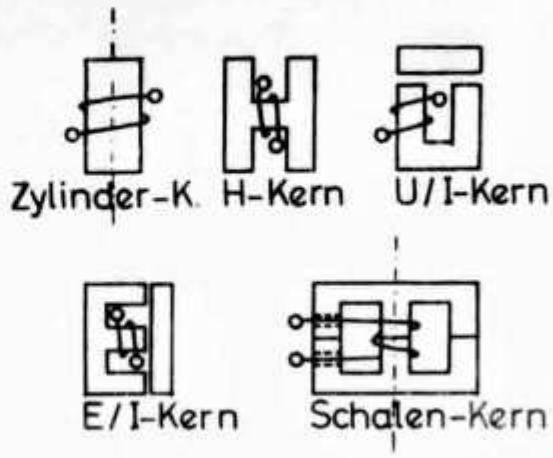

Abb. 3
Die soeben aufgezeigten Mängel einer Spule mit Kern machen die Induktivitäten zu Sorgenkindern der Funktechnik. Die Verluste durch Hysterese, Wirbelströme und Streufelder sowie durch den ohmschen Widerstand des Spulendrahtes fassen wir unter dem Ausdruck: Spulenverluste zusammen. Für viele Mängel fand man Gegenmaßnahmen, so daß man im Laufe der Zeit zu recht brauchbaren Induktivitäten gelangte. Die Hystereseverluste kann man durch geeignete Eisenlegierungen vermindern; in ihnen klappen die Molekularmagnete rasch und verlustarm um. Die Wirbelstromverluste kann man durch Zerteilen des Eisenkernes in isolierte Drähte, Bleche oder Pulverkörner herabsetzen. Als Isolierung genügt bei den niedrigen Spannungen ein dünner Lacküberzug. Das Eisenpulver wird mit isolierenden Kunstharzen gemischt und in Kernform gepreßt. Von großer Güte sind die Ferrite, chemische Eisenverbindungen, die trotz ihres hohen Eisengehaltes Isolatoren sind und scherzhaft als „schwarze Keramik" bezeichnet werden. Die Streuverluste kann man durch geeignete Kernformen herabsetzen (Abb. 3).
**1. Wodurch lassen sich die Hystereseverluste niedrighalten? 2. Und die Wirbelstromverluste? 3. Welcher Kern in Abb. 3 hat die größte Streuung? 4. Welche Spulenverluste zählen zu den Eisenverlusten? 5. Was bewirkt den Kupferverlust? 6. Ein Siemens-H-Kern soll mit einer Wicklung von 4 mH versehen werden. n =? 7. Ein AEG-Topfkern soll bewickelt 237 µH haben. Windungszahl? 8. OM Waldheini will sich aus einem Vogt T 21/18 HF-Kern ein Induktivitätsnormal von 100 µH bauen. Windungszahl? 9. Ein zweites Normal von OM Waldheini soll auf dem gleichen Kern 0,1 mH haben. Wie groß ist jetzt die Windungszahl? 10. Eine Ferritspule hat einen $A_L$-Wert von 350. Sie soll 35 000 nH bekommen. n = ? 11. Ein Ferrit-Schalenkern von 36 mm Durchmesser hat $A_L$ = 7600. Wie groß ist die Windungszahl für 6,84 mH?**